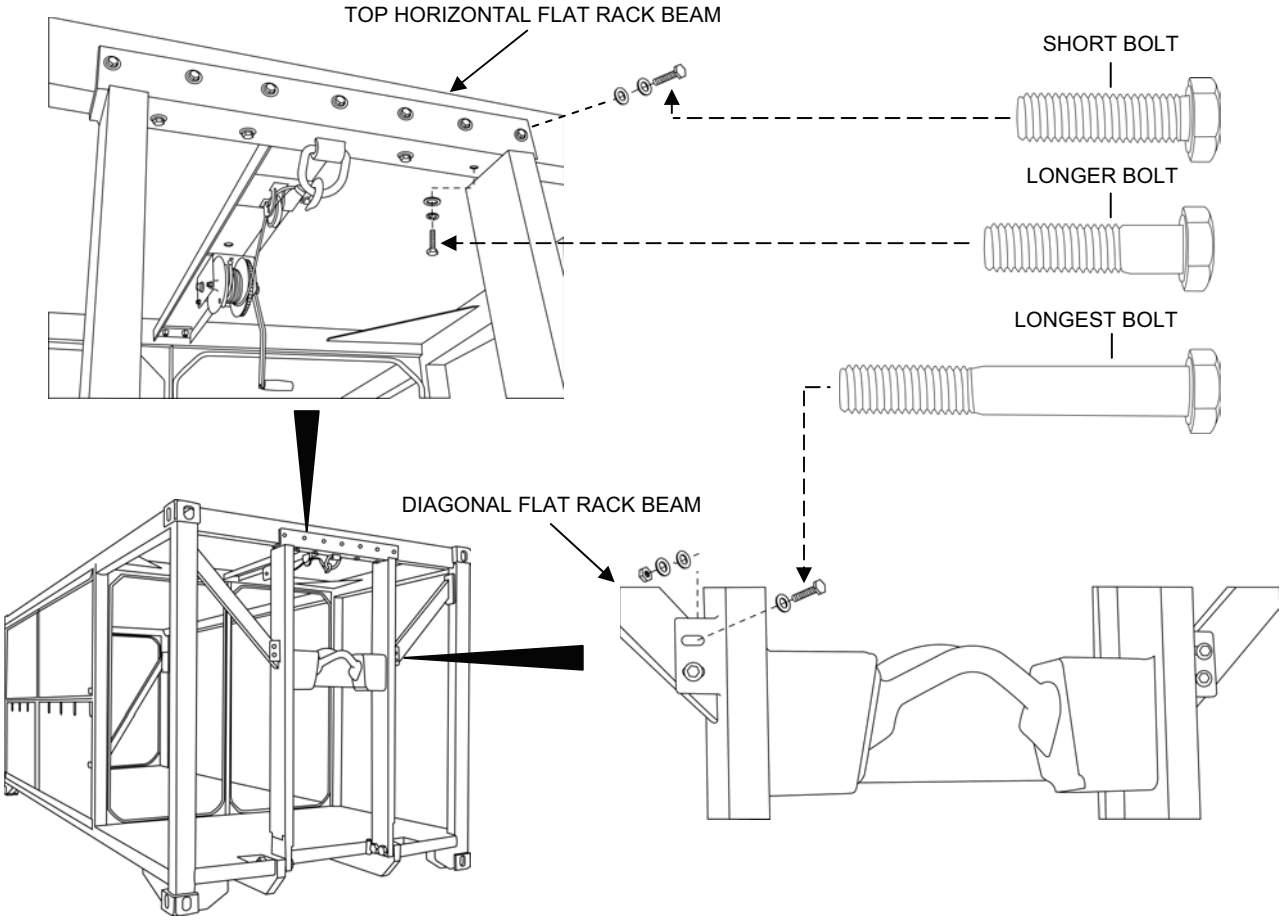

Figure 8. Correct Bail Bar Bolt Installation Locations.
c. Separate the three different size bolts that are used to secure the middle of the bail bar to the diagonal beam of the flat rack and the top of the bail bar to the top horizontal flat rack beam (see Figure 8).